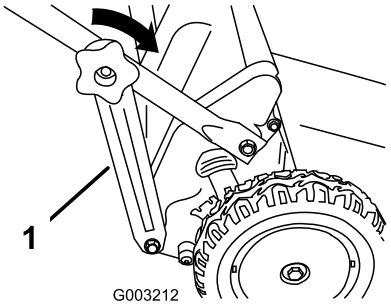

Figuur 15
3. Monteer de knoppen van de onderste handgreep en draai de knoppen zo vast mogelijk (Figuur 15).